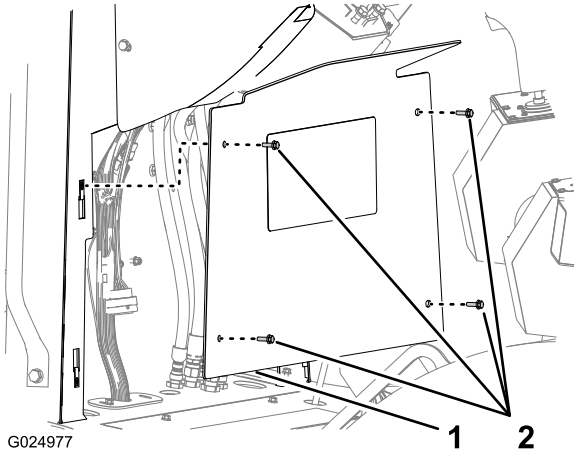

Bild 117
1. Entfernen Sie die vier Sechskantbundkopfschrauben (6 x 20 mm), mit denen die untere Bedienfeldplatte am Bedienfeld befestigt ist, und nehmen Sie die Platte ab (Bild 117).
3. Fluchten Sie die untere Bedienfeldplatte mit dem Bedienfeld aus (Bild 117).